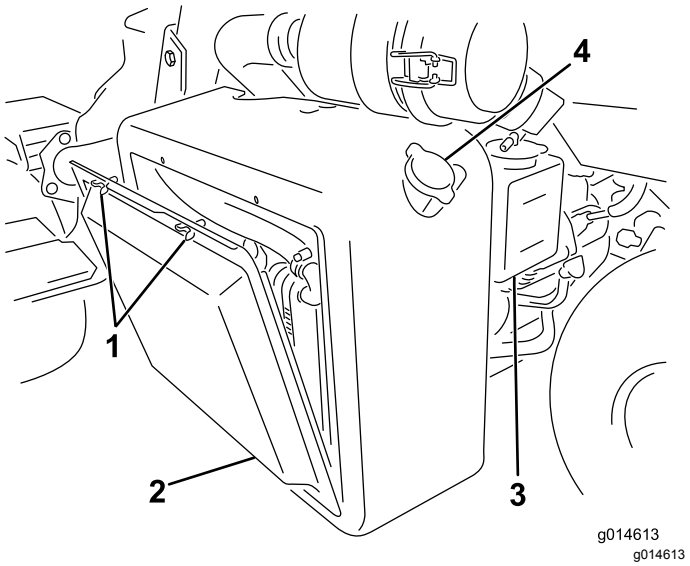
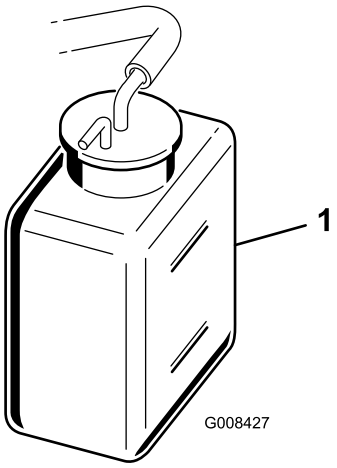

**Figuur 41**
**Figuur 42**
1. Verwijder het radiateurscherm (Figuur 41).
2. Controleer het koelvloeistofpeil (Figuur 41 en Figuur 42).